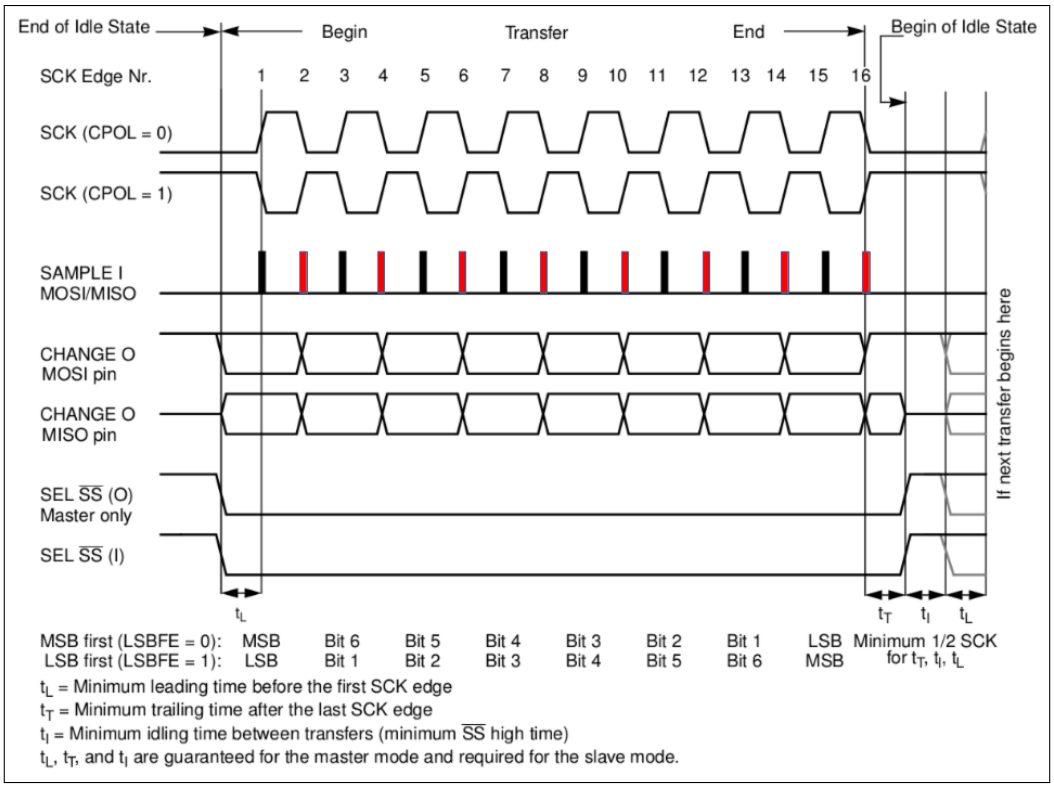
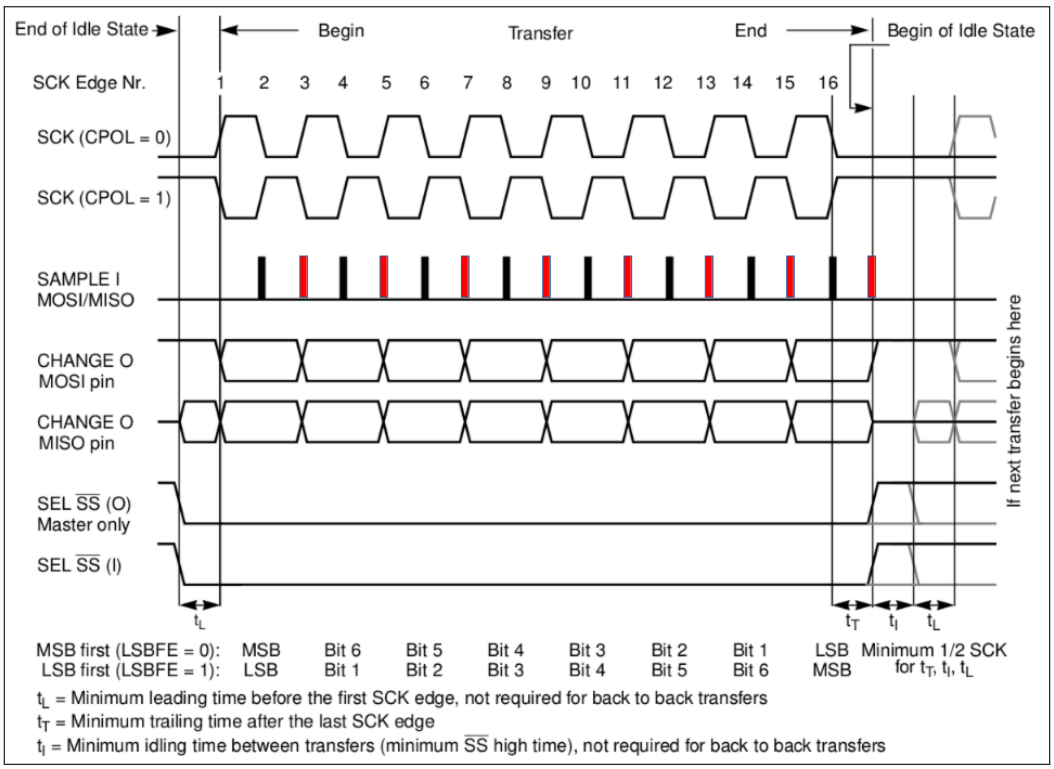

图 29.7-1. SPI 时钟模式 0 和时钟模式 2
图 29.7-2. SPI 时钟模式 1 和时钟模式 3
SPI 协议支持四种时钟模式，即模式 0 ~ 3，见图 29.7-1 和图 29.7-2。
- 主机模式下默认以延后半拍 SPI_CLK 方案补偿时序，请参考见图 29.7-1 和图 29.7-2，也可通过配置寄存器切换为标准采样模式。